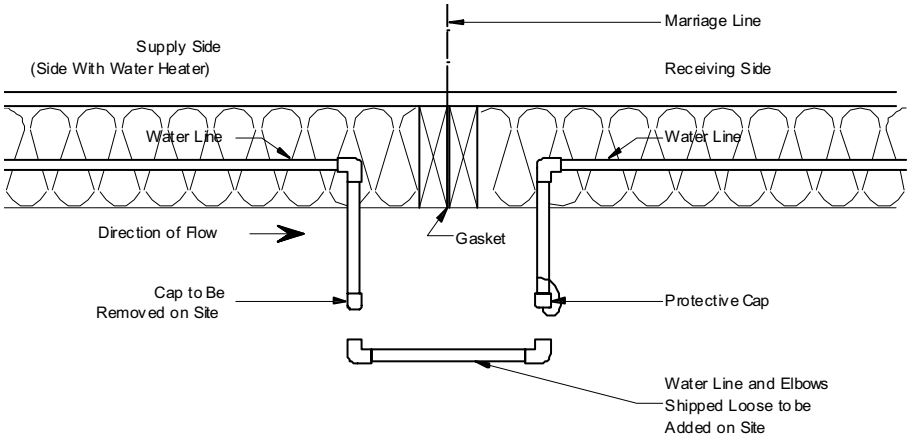

Figure 62. *Water line crossover through bottom board*
2. **Connect pipes.** Connect threaded water lines using flexible pipe or a rigid connector line (if provided) and connector fittings (do not use lubricants or sealants). Connect non-threaded water lines, pipe, and elbows with cement provided, inserting pipe to full depth of each fitting (**Figure 62**).